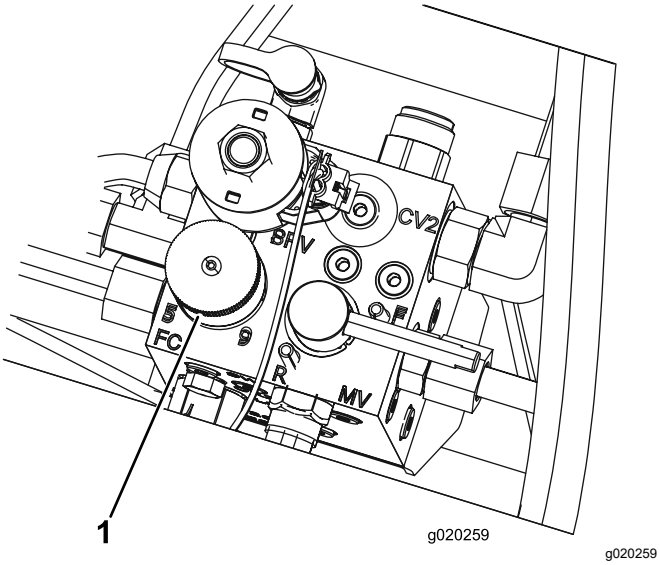

Rysunek 33
4. W celu ustawienia prędkości wrzecion obróć pokrętło (Rysunek 33) do momentu, aż strzałka wskaźnika wraz z liczbą oznaczającą żądane ustawienie znajdą się w jednej linii.